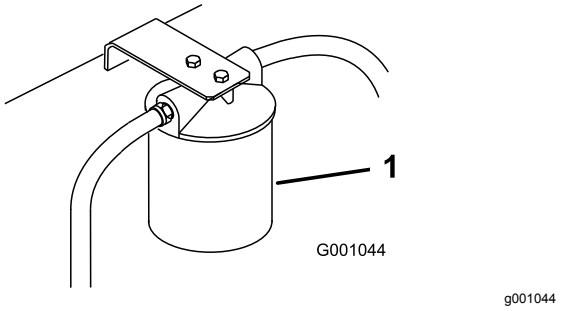

Figur 78
3. Sätt ett tömningstråg under filtret, ta bort det gamla filtret och torka ren filteradapterpackningens yta (Figur 78).